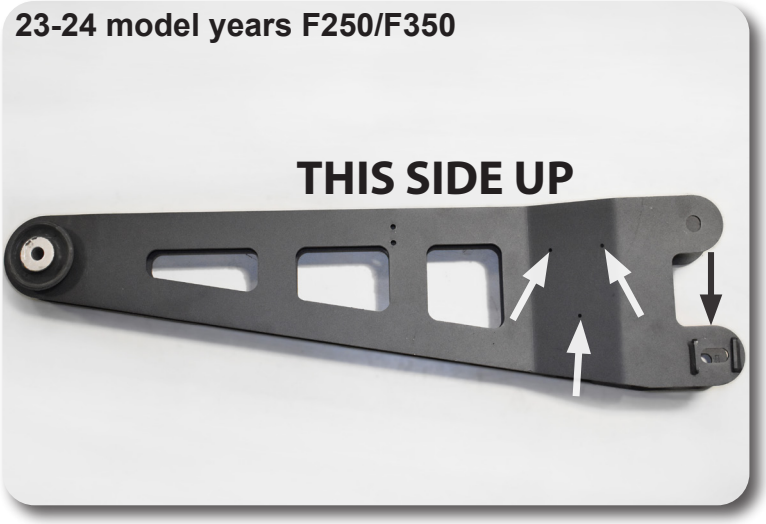

Figure 13
27. Install the new radius arm to the factory axle mounts. The end of the radius arm with the cam tabs goes to the bottom axle mount and the 3 pre-drilled badge holes should face the outside. Figure 13 - Arm Orientation Loosely fasten the radius arm with the factory hardware. At the lower mount, install the provided rectangle cam plates on the new 18mm x 150mm bolt with a 3/4" SAE flat washer. Leave hardware loose.